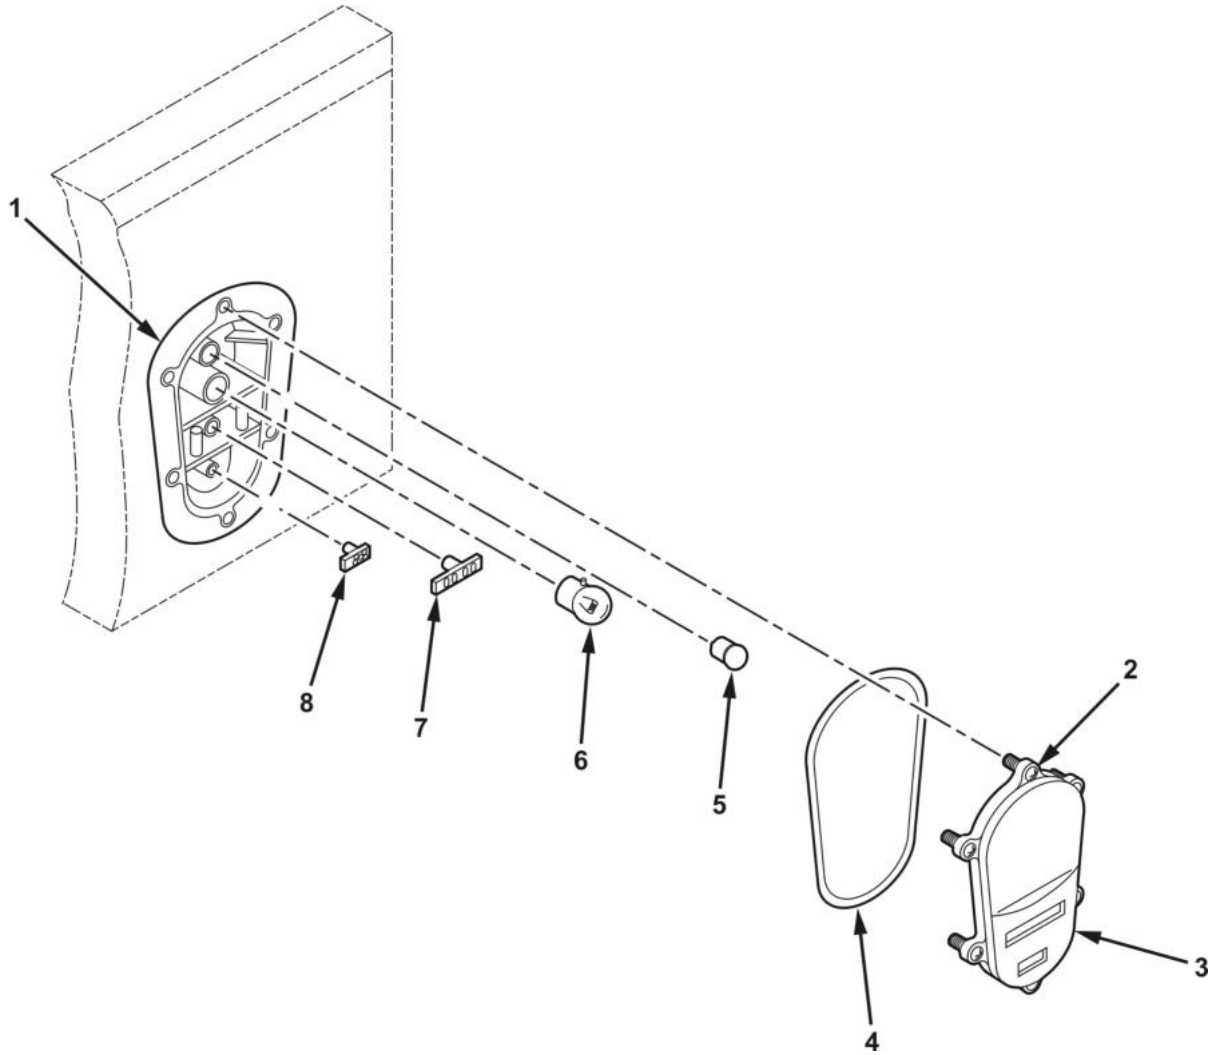

Figure 1. Lamp Bulb/LED Replacement.
3. Remove defective lamp (Figure 1, Item 5 or Item 6) by pushing in and turning counterclockwise.
4. Install new lamp (Figure 1, Item 5 or Item 6) by pushing in and turning clockwise.
5. Remove defective Light-Emitting Diode (LED) (Figure 1, Item 7 or Item 8) by pulling forward on printed circuit board; then at socket, push in and turn counterclockwise.
6. Install new LED (Figure 1, Item 7 or Item 8) by pushing in and turning clockwise; then pushing printed circuit board onto socket.
7. Install new packing (Figure 1, Item 4) into lens groove (Figure 1, Item 3).
8. Install light lens (Figure 1, Item 3) onto taillight (Figure 1, Item 1) and tighten six screws (Figure 1, Item 2) evenly.